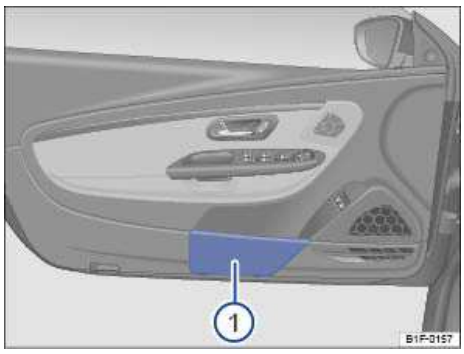

Fig. 110 In the driver door: Storage compartment.
There is a storage compartment in each vehicle door ⇒ fig. 110 (1).